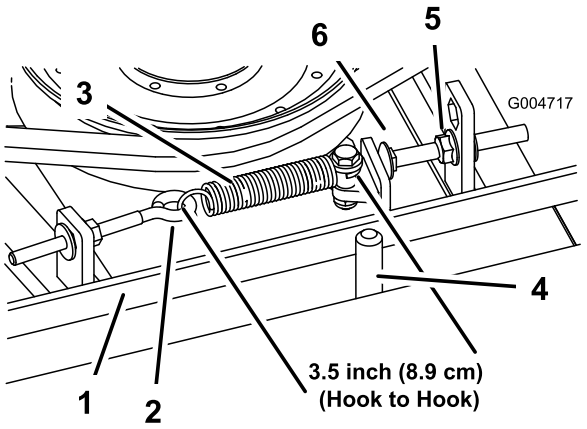

Figuur 70
Als de drijfriem de juiste spanning heeft, moet de trekveer (haak tot haak) een lengte van ongeveer 8,9 cm ± 0,63 cm (binnenkant) hebben. Als de veer de juiste spanning heeft, moet u de aanslagbout (slotbout) aandraaien totdat de afstand tussen de kop van de bout en de arm van de spanpoelie ongeveer 0,32 cm +0,152/-0,000 cm is (Figuur 70).
Opmerking: Plaats de riem aan kant van de riemgeleider die naar de veer is gekeerd (Figuur 70).
2. Draai de oogbout los om de trekveer te kunnen verwijderen (Figuur 70).
3. Draai de flensmoer los waarmee de aanslagbout is bevestigd aan het bevestigingslipje. Draai de moer zo ver los dat de arm van de spanpoelie langs de aanslagbout kan (Figuur 70). Beweeg de spanpoelie van de riem af om de riemspanning te verminderen.
8. Bevestig de trekveer (Figuur 70) weer aan de oogbout en span de riem als volgt: